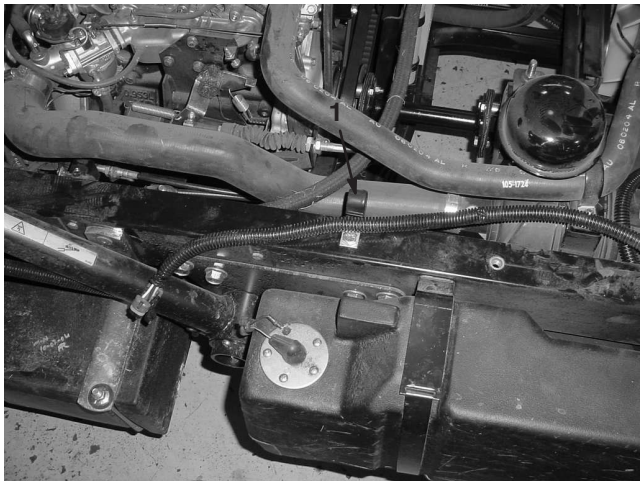

Figur 21
8. Monter en J–clips på køretøjets ramstykke med en 3/8–16 x 3/4 tomme maskinskrue som vist i figur 21. Før ledningsnettet gennem J–clipsen som vist i figur 21.